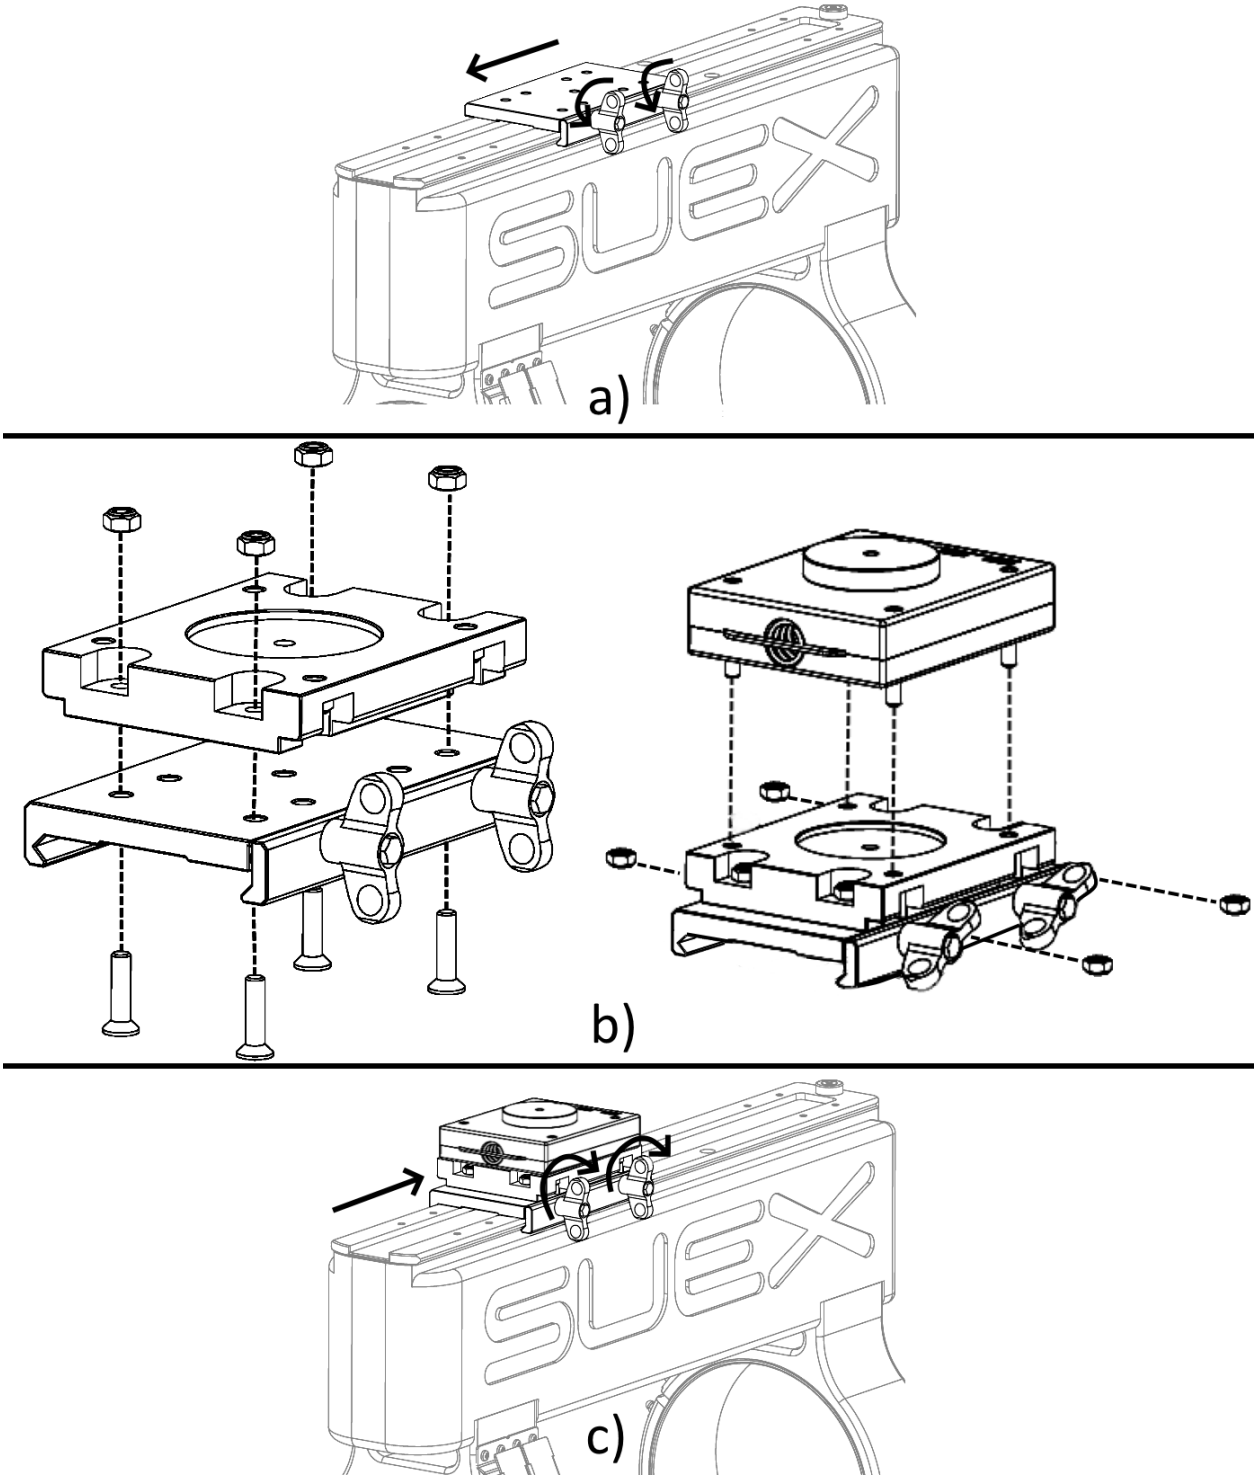

Fig. 5 - Fissaggio del supporto photo video
- a) Svitare i galletti e rimuovere la piastra sfilandola dalla guida (Fig. 5)